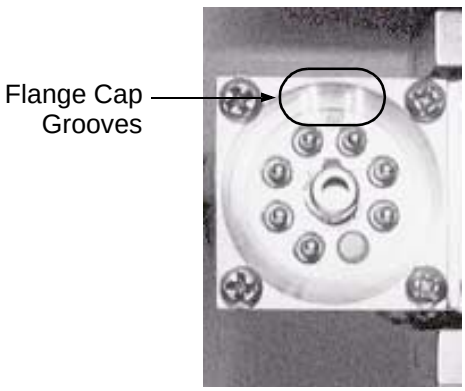

Figure 5-21 Alignment of Flange Cap Grooves with Preamplifier Legs
2. Replace the preamplifier flange cap so that the grooves in the depression of the flange cap line up with the legs on either side of the center post (Figure 5-21).